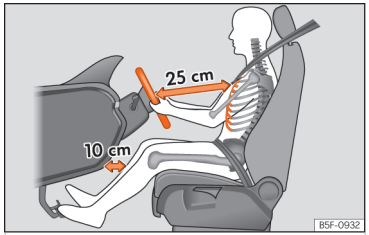

Abb. 15 Der richtige Abstand des Fahrers zum Lenkrad muss mindestens 25 cm (10 Zoll) betragen.
- Lenkrad so einstellen, dass der Abstand zwischen Lenkrad und Brustbein mindestens 25 cm (10 Zoll) beträgt ››› (Abb. 15) und das Lenkrad mit beiden Händen und leicht gebeugten Armen seitlich am äußeren Rand festgehalten werden kann.